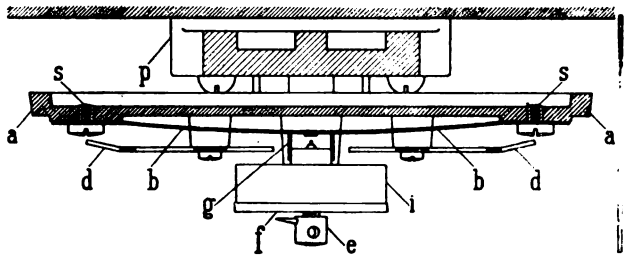

Abb. 18.*)
Melder für Ruhestrombetrieb. Größere Anlagen werden für Ruhestrombetrieb eingerichtet, da hier die Anlage unter ständiger Selbstkontrolle steht. Abb. 18 zeigt den Schnitt eines Schöppeschen Melders für Ruhestrombetrieb. Von dem
*) Die Abbildungen 14 und 18 sind bedauerlicherweise miteinander vertauscht worden; die obige Abb. 18 ist im Texte mit Abb. 14 bezeichnet, und die Abb. 14 im vorhergehenden Heft mit Abb. 18.